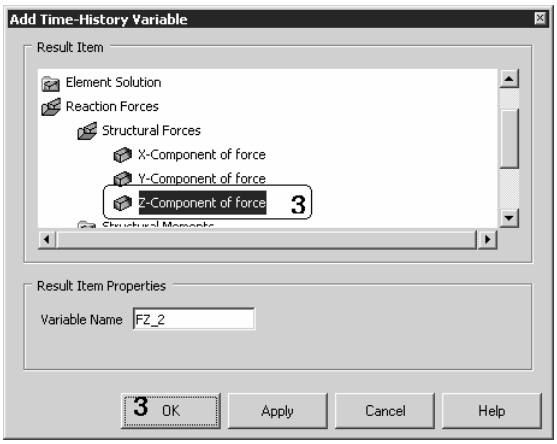

图 20.38 添加时间－历程变量对话框
2. 定义轴端面上的节点沿 Z 方向的约束反力的时间－历程变量。在时间－历程变量对话框中，单击工具栏上最左边的按钮，将弹出 Add Time History Variable (添加时间－历程变量)对话框，如图 20.38 所示。